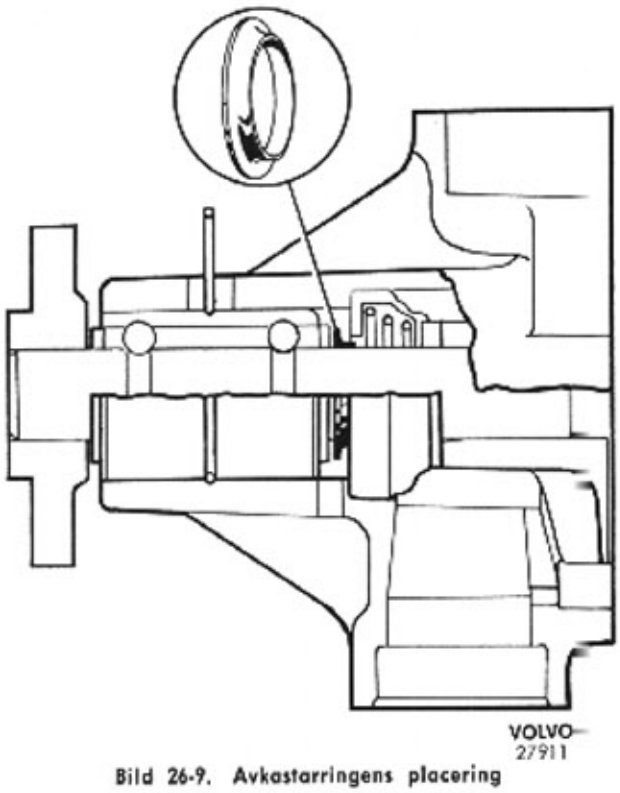
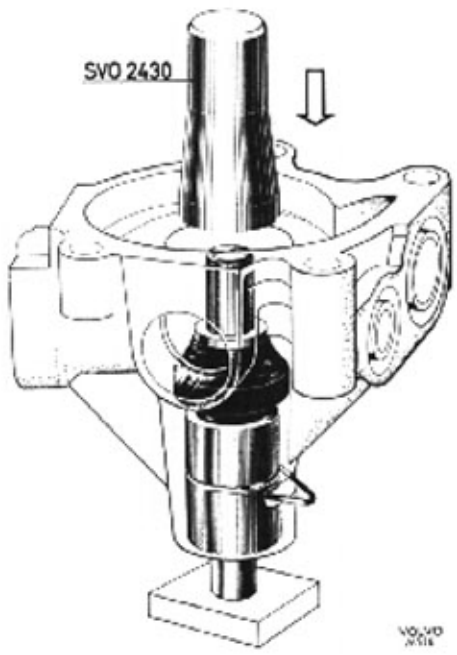

Bild 26-9. Avkastarringens placering
Bild 26-10. Montering av tätningsring
2. Sätt fast avdragare SVO 2462 på navet med skruvarna för remskivan och drag av navet. Se bild 26-9.
3. Placera pumpen i en press. Anbringa dorn SVO 2463 på lagrets ytterring och pressa ur axel, lager och skovelhjul. Bild 26-10.
2. Montera avkastarringen, placeringen framgår av bild 26-9. Montera tätningsringen med dorn SVO 2430, enligt bild 26-10. Bestryk kolbrickans anliggningsyta mot skovelhjulet med molybdendisulfid